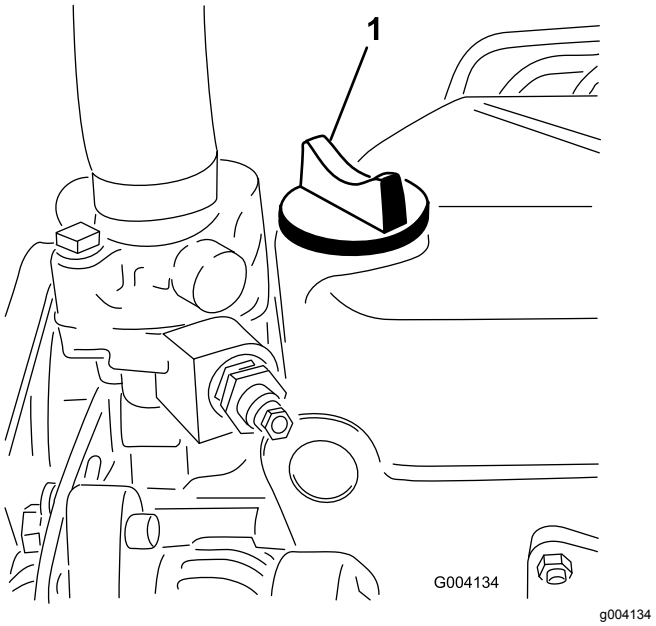

Figur 30
5. Om oljenivån inte når upp till markeringen Full på oljestickan (Figur 30) fyller du på olja tills nivån når upp till markeringen.